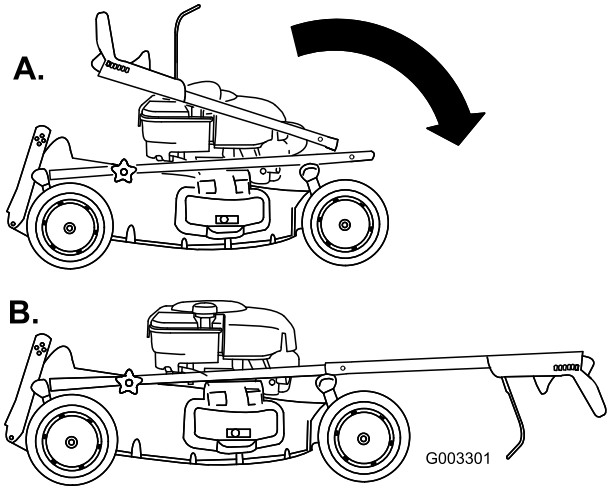

Figura 3
2. Mueva con cuidado el manillar superior hacia adelante y coloque los extremos sobre el manillar inferior de manera que queden alineados y encajados (Figura 3).